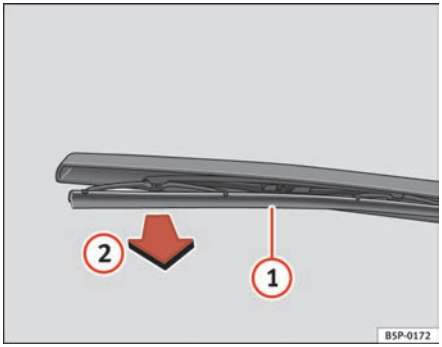

Fig. 171 Changing the rear window wiper blade
– Lift the wiper arm away from the glass ⇒ fig. 171.
– Unclip the wiper blade (1) and pull (2) ⇒ fig. 171.